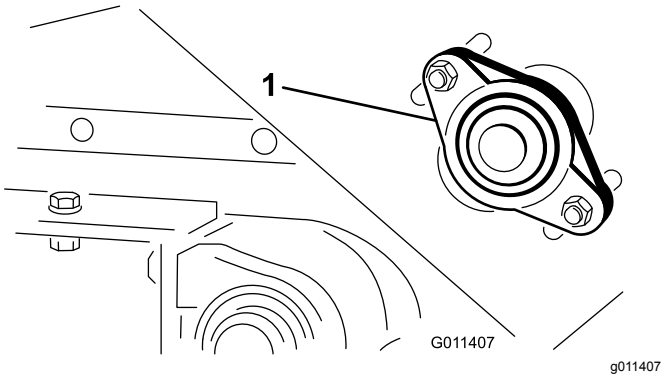

**Figur 22**
1. Løsne mutterne som fester lagerhuset (Figur 22) på høyre side av maskinen.